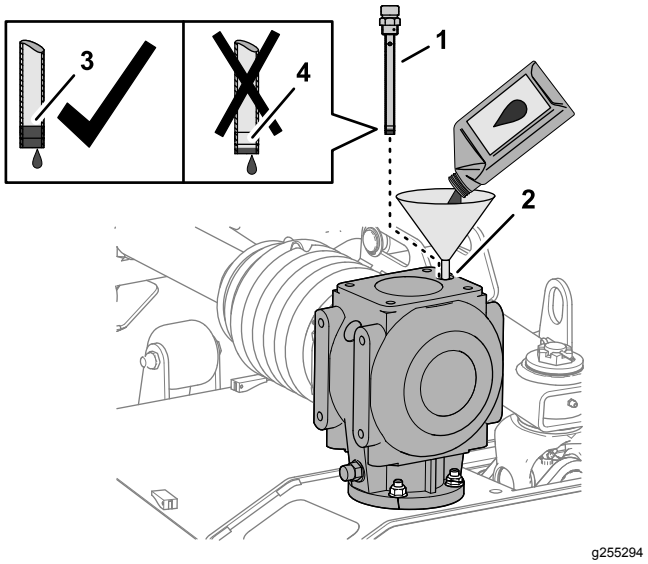

Rysunek 63
1. Wlej 1064 ml wskazanego oleju przekładniowego do przekładni przez otwór bagnetu (Rysunek 63).
2. Wkręć bagnet do otworu, wyjmij bagnet i sprawdź poziom oleju (Rysunek 63).
4. Wkręć bagnet poziomu oleju do otworu i dokręć bagnet (Rysunek 63).